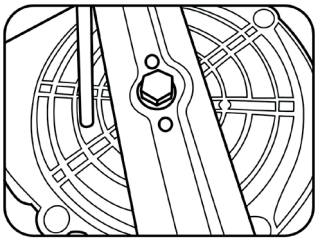

Rys. 8.1
- Zablokuj nóż przed obrotami przy pomocy śrubokręta. Rysunek 8.1